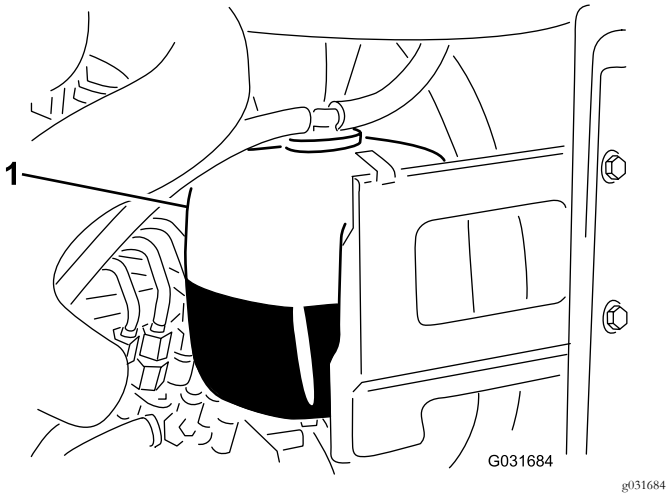

**Figura 49**
1. Controllate il livello di refrigerante nel serbatoio di espansione (Figura 49).